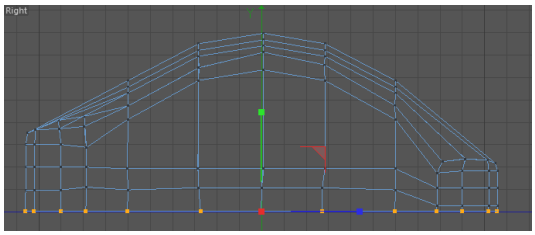

Figure 3-49 *Scaling the points of Computer mouse*
37. Select the bottom points of *Computer mouse* using the 9 key, refer to Figure 3-49. Next, invoke the **Scale** tool and scale the selected points to get a straight line in the Right viewport, if they are not straight, as shown in Figure 3-49.